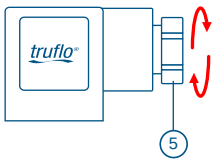

Fig. 3
- Loosen the screw Cable Gland (pos. 5) Fig. 3.